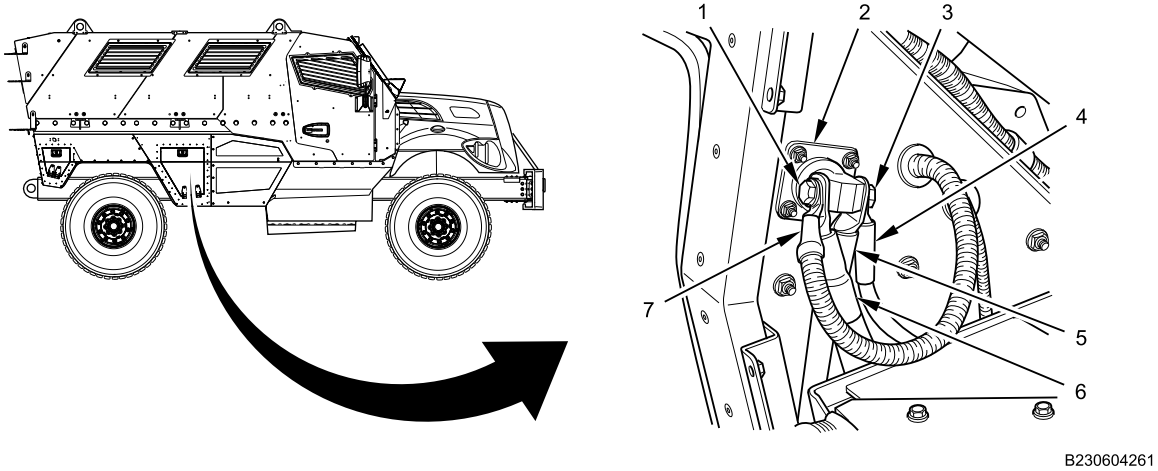

Figure 3. NATO Jump Start Connector Wiring.
1. Install negative battery post cable (Figure 3, Item 5) and 120-volt inverter cable (Figure 3, Item 4) on negative side of NATO jump start connector (Figure 3, Item 2) with bolt (Figure 3, Item 3). Tighten bolt securely.
2. Install positive battery post cable (Figure 3, Item 6) and 150-amp mega-fuse cable (Figure 3, Item 7) on positive side of NATO jump start connector (Figure 3, Item 2) with bolt (Figure 3, Item 1). Tighten bolt securely.